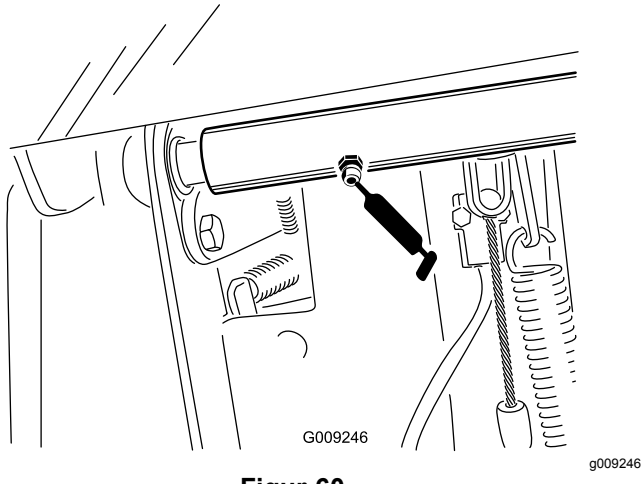

Figur 60
- Bremsepedalens drejetaps akselleje(2) (Figur 60)